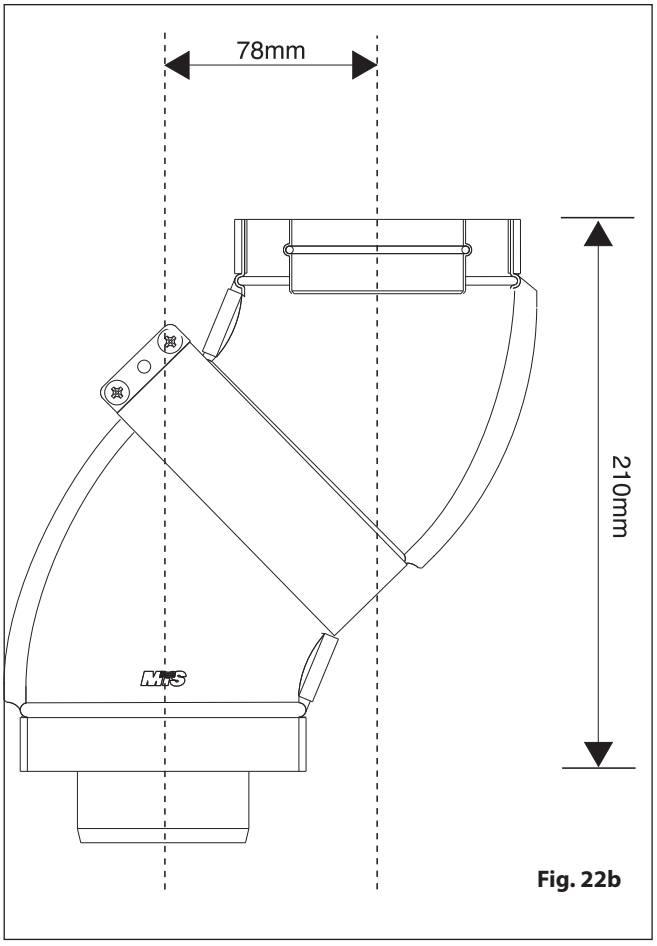

Fig. 22b
Before proceeding to fit the flue, ensure that the maximum flue length has not been exceeded and that all elbows and bends have been taken into consideration, the maximum flue length is 4 metres, for each additional 90° elbow 1 metre must be subtracted from the total flue length, and for each 45° 0.5 metres must be subtracted from the total flue length (the offset and height of 2 x 45° can be seen in Fig. 22b).
**If the chosen flue length requires the use of the restrictor, it is already fitted inside the flue gas collar. In the event of an installation which does not require the use of the restrictor, the latter should be removed from the flue gas collar. See table A (Page 20 and Fig 22b).**